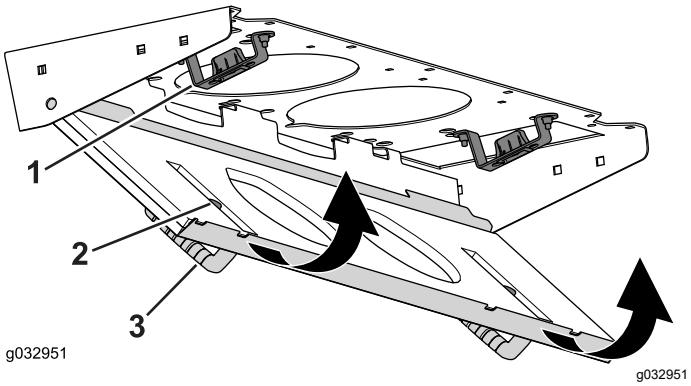

Figur 84
4. Vrid filterenheten runt flikarna tills spärren låser fast i spärrenheten (Figur 84).